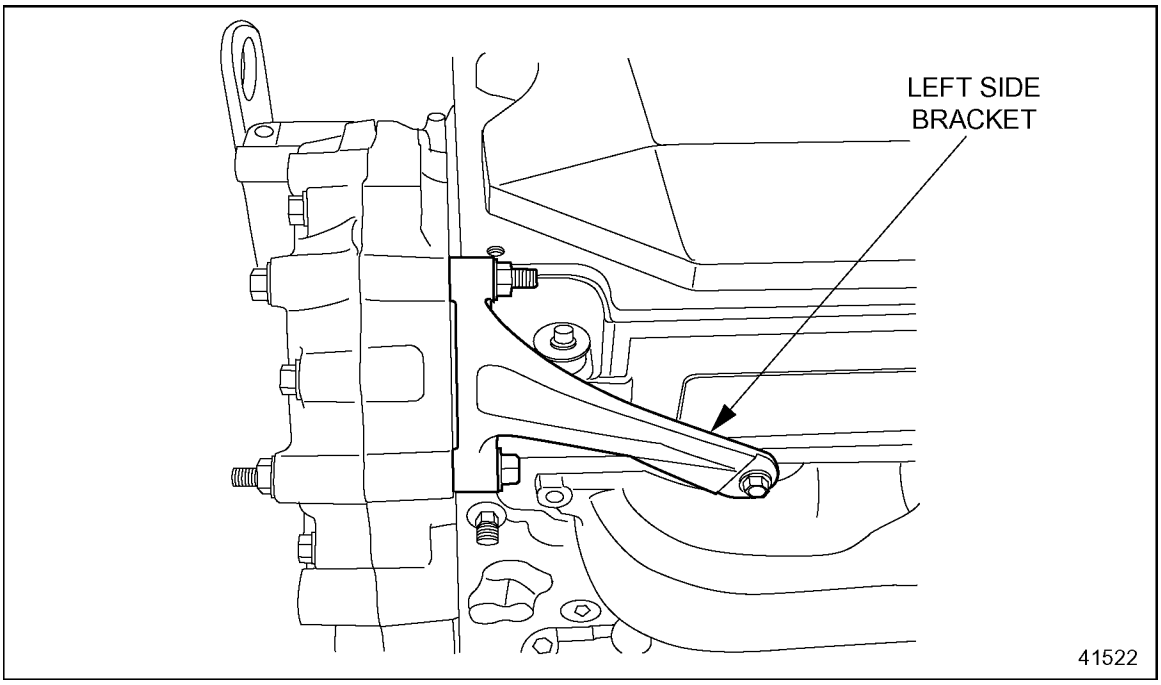

Figure 1-206 Gear Case Stiffening Bracket (Left Side)
9. Remove the three bolts securing the left side gear case stiffing bracket. See Figure 1-206